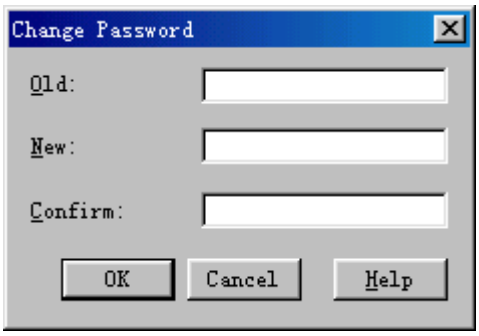

Figure 4-4 Change Password dialog box
1) Choose **System** -> **Change Password**. The **Change Password** dialog box opens up, as shown in Figure 4-4.